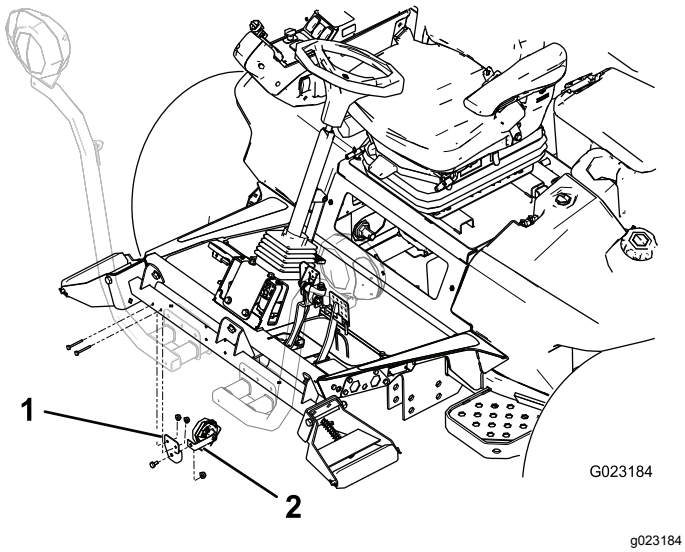

Figure 10
1. Fixez la bride de l'avertisseur sonore au support à l'aide d'un boulon (3/8" x 5/8") et d'un écrou à embase (3/8"), comme montré à la Figure 10.
2. Montez le support de l'avertisseur sonore au dos du tube de support de rouleau à l'aide de 2 boulons (1/4" x 2") et écrous (1/4"). Faites pivoter l'avertisseur sonore vers le bas (Figure 10).